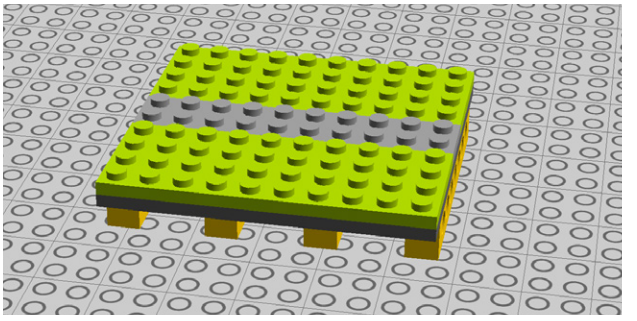

Figure 5-11. *Step 4: Adding four more plates*
4. Four 4x10 plates complete the square, as shown in Figure 5-11.